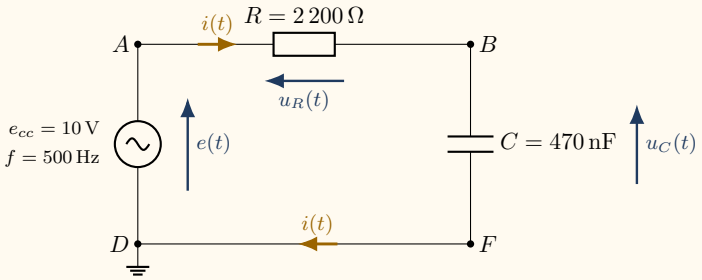

Fig. 2 – Montage électrique à réaliser (RC série).
- **Reproduisez**, à l'aide du matériel mis à disposition sur votre paillasse, le montage électrique de la Fig. 2.